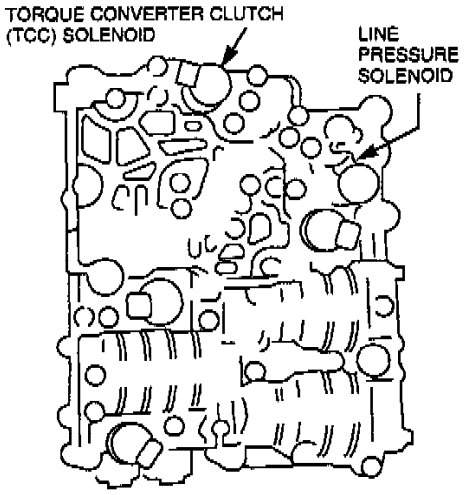

Figure 5 TB-4778-B
15. Remove line pressure and TCC solenoid and replace with revised Solenoids (F32Z-7G136-AA - 2 required) (Figure 5).